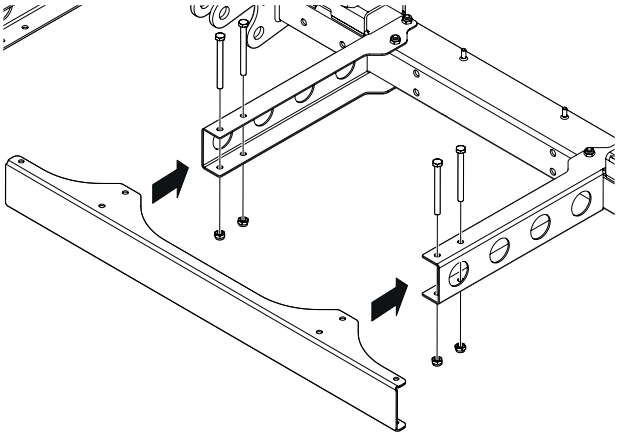

*Figura 37. Montaje de perfil de chapa interno*
2. Monte el perfil de chapa central con 4 tornillos M10x110 en las consolas. Consulte Figura 37.